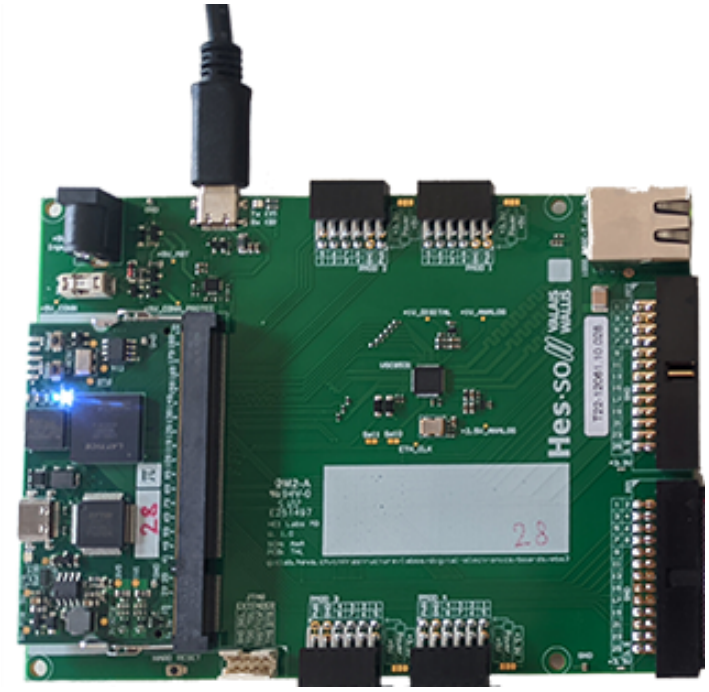

Abbildung 8: EBS3 FPGA Platine [2]
- Ein Entwicklungsboard FPGA, siehe Abbildung 8.